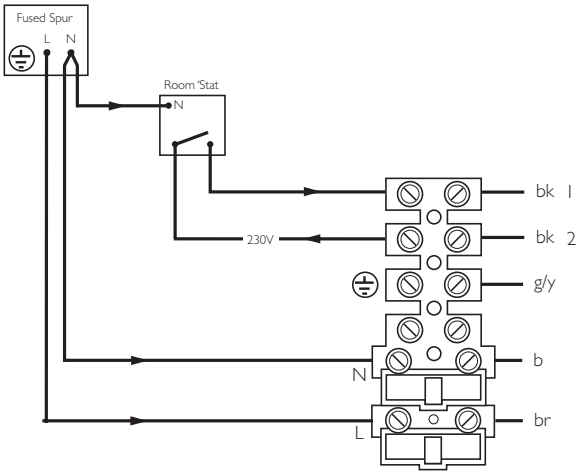

Fig. 50
6. Remove the link between terminals 1 & 2. The 230V supply at terminal 2 must be connected to the thermostat. The switched output from the thermostat must be connected to terminal 1. (Fig. 50). If the room thermostat being used incorporates an anticipator it MUST be wired as shown in Fig. 50.